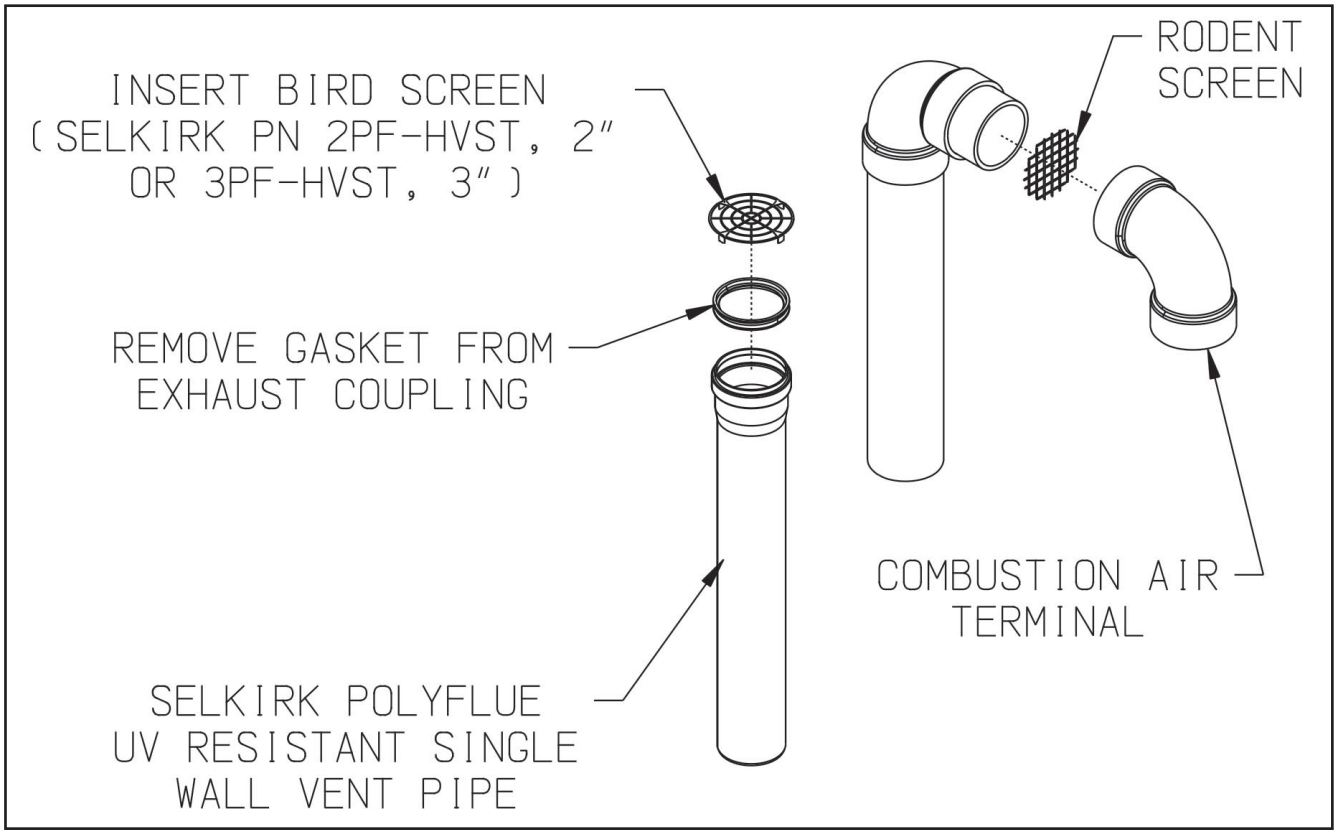

Figure 7.43: Installation of Selkirk Polyflue UV Resistant Single Wall Vertical Terminal
a. See Figure 7.43 for the proper orientation of twin pipe vertical terminals.
c. A 180° bend (or two 90° elbows) are installed on the top of the air intake pipe. If two 90° elbows are used, the rodent screen provided can be installed between them (Figure 7.43). If a 180° bend is used, install the rodent screen in the open side of the bend, using a ring made of PVC pipe. If desired, the termination fittings can be attached to the end of the intake pipes with field supplied stainless steel screws so that they can be later removed for cleaning and inspection. If this is done, drill a clearance hole in these fittings and a tap hole in the end of the intake pipes to accept these screws.